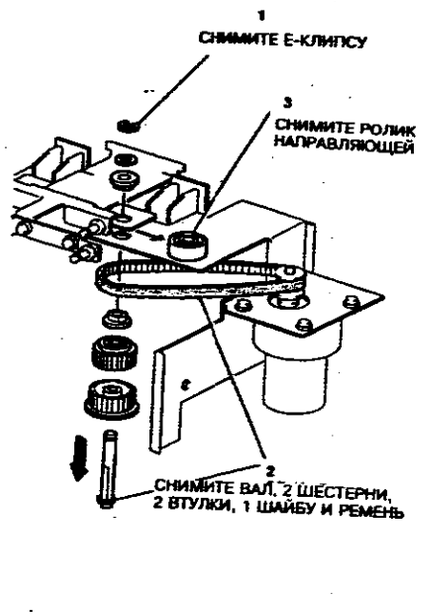

**Рисунок 4. Снятие шестерен транспортера и ролика направляющей**
5. (Рисунок 4) Снимите шестерни транспортера степлера и ролик направляющей.